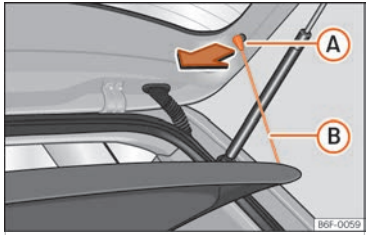

Fig. 169 In the boot: removing and installing the shelf.
- Detach the cord loops ››› Fig. 169 (B) from their hooks (A).
- Attach the securing straps ››› Fig. 169 (B) onto the rear lid.